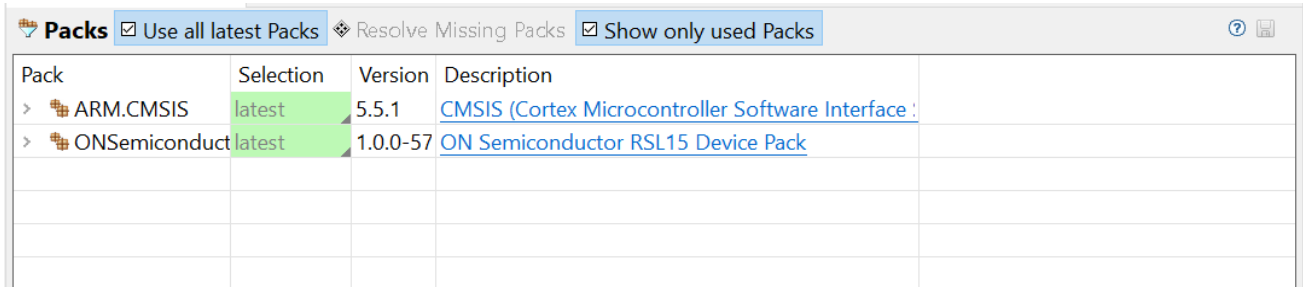

Figure 46. RTE Configuration Perspective After Resolving Pack Dependencies
4. The IDE prompts you to read and accept the license agreement, then installs the missing Packs. The "RTE Configuration Perspective After Resolving Pack Dependencies" figure (Figure 46) illustrates the RTE configuration after resolving missing Packs.